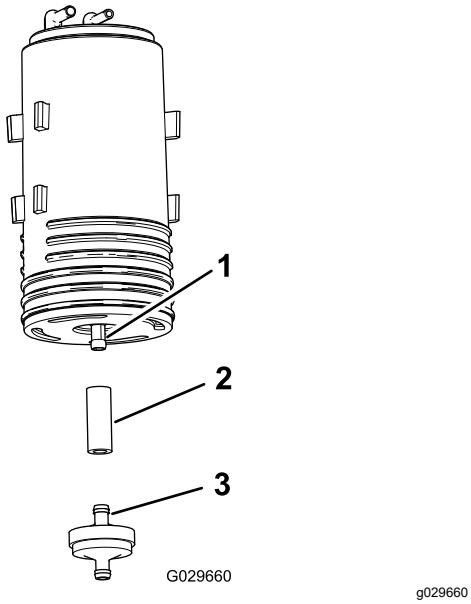

Figur 48
4. Fjern kulfilterbeholderens filter og det korte slangeafsnit fra den nedre fitting på den gamle kulfilterbeholder (Figur 48).
5. Monter slangen på den nedre fitting på den nye kulfilterbeholder (Figur 48).
6. Sæt fittingen til en ny kulfilterbeholder ind i slangen (Figur 48).